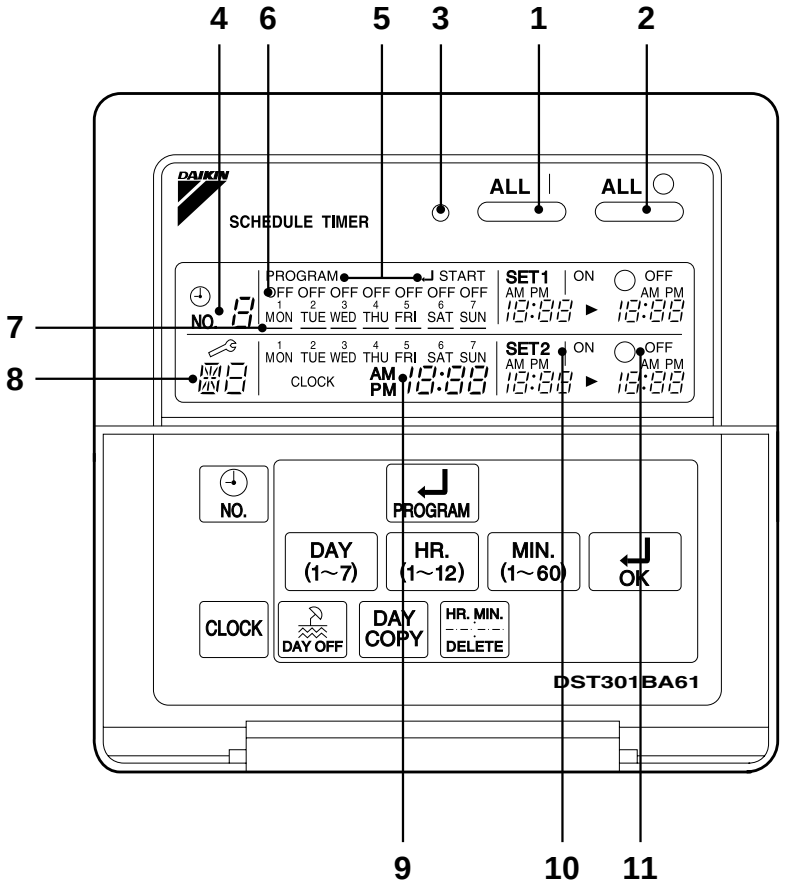

Fig. 1
4.5.3 Names and Functions of Operating Section (Fig. 1, 2)